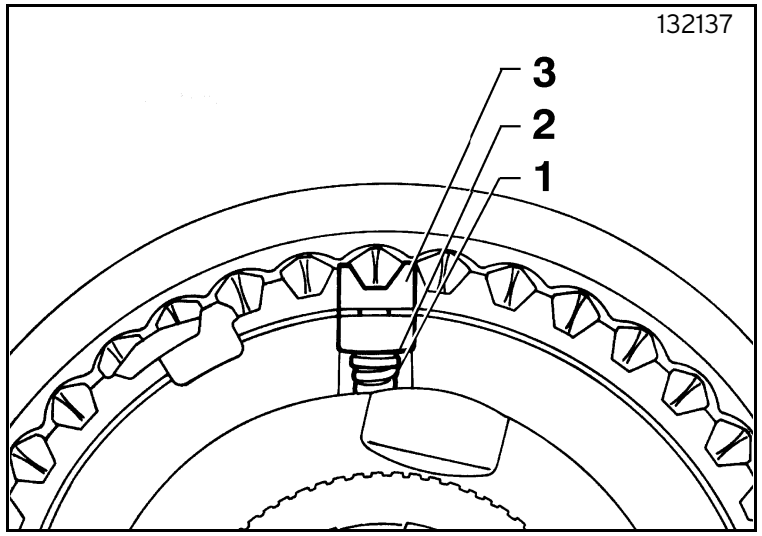

Fig. 37
- assemble the IV and V synchroniser inserting in each of the three hub housings simultaneously and in this order : spring (1), pin (2) and shoe (3) inserting the engagement sleeve in centred position to hold the components in place (figure 37): fit the toothed ring on each side;